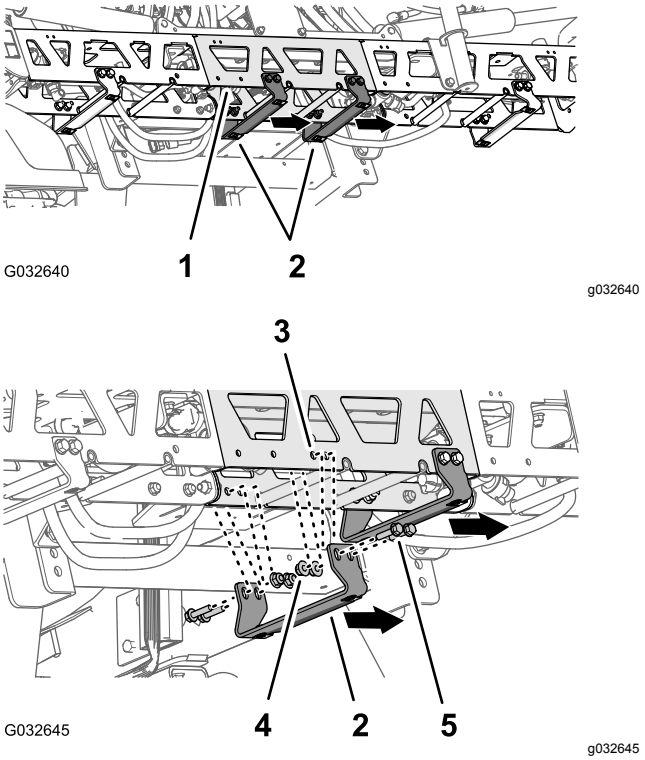

Figur 151
2. Ved udvidelsen til midtersprøjtesektionen findes de 2 par huller i den lodrette front på afstiverstellet med en hulafstand på 25 mm (Figur 151).
3. Ret hullerne i støttebeslaget (Toro-delnr. 131-3703-03) ind efter hullerne i udvidelsen til midtersprøjtesektionen, som du identificerede i trin 2, med beslagets brede flange til venstre. Se Figur 151.
4. Monter støttebeslaget på afstiverstellet (Figur 151) med fire flangehovedbolte (3/8 x 1-1/4 tomme – Toro-delnr. 110-5050) og fire flangelåsemøtrikker (3/8 tomme – Toro-delnr. 104-8301).